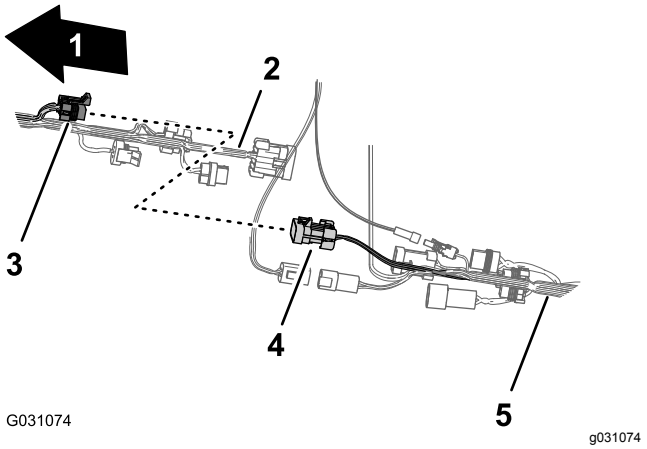

Figur 88
2. Anslut kontakten med tio uttag på sprutarkablagekopplingens främre kablage till kontakten med tio stift på sprutarkablagekopplingens bakre kablage (Figur 88).